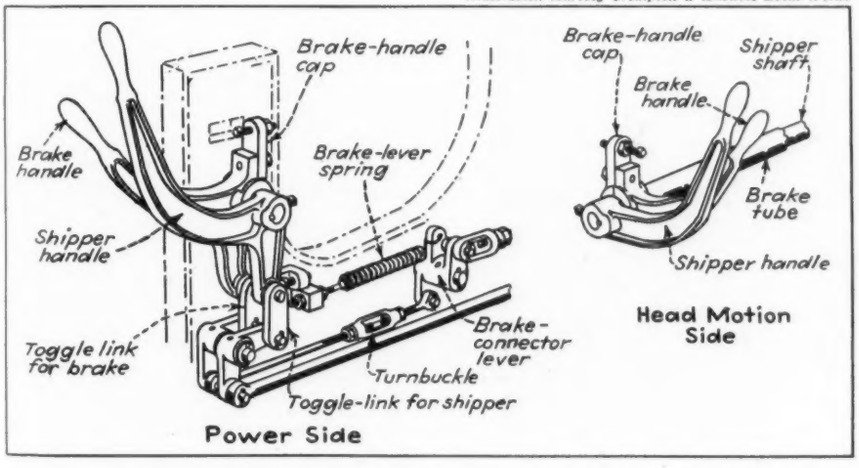

Fig. W15. Shipper and brake-handle parts on C.&K. W2 and W3 looms
**CROMPTON & KNOWLES** W2 and W3 looms have a link locking device on the shipper and brake handles. The shipper shaft runs through a steel tube; this tube is used as a brake shaft. The brake tube, which is in two pieces, is held together by a connector in the center of the loom. There are brake handles at each side of the loom. The friction handles are held to the shaft by a key and setscrew. The brake handles are clamped to the brake tube; they can be adjusted by loosening the capscrews in the brake-handle cap. There is also a setscrew in the top half of the cap; it is used in adjusting the links. Reference to Fig. W15 will make clear the location of various of these parts.